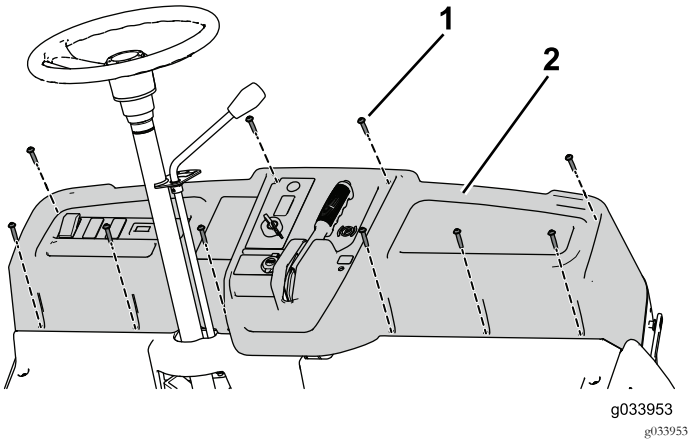

Figura 32
9. Utilice los 10 tornillos (¼" x 1¼") para sujetar el salpicadero a la máquina (Figura 32).